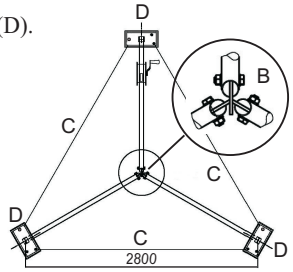

рис. 3
- верхний узел соединения опор (рис.3, В)
- стальные цепи - стяжки между лапами опор (рис.3, С);
- металлические пластины (лапы) для соединения элементов треноги (D).
3. К лапам посредством вспомогательных карабинов на максимальную длину присоединить цепи. (рис.3, С).